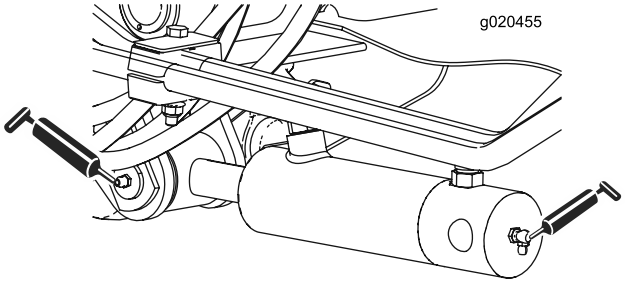

Figur 44
- Lyftarmcylinderbussningar (2 var) (Figur 44)